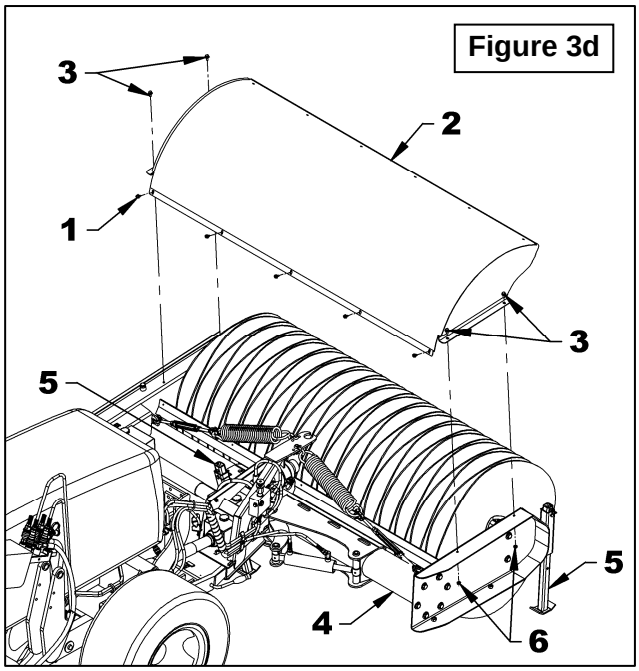

Figure 3d
5. **Figure 3d:** Détacher le couvert de brosse (item 2) en retirant les boulons hex. à bride rainuré 5/16"NC x 1/2" lg, les quatre boulons hex. à bride rainurée 5/16"NC x 3/4" lg et les deux écrous à bride rainuré 5/16"NC (items 1-3-6).
16. **Figure 3d:** Réinstaller le couvert de brosse (item 2) à l'aide des boulons hex. à bride rainuré 5/16"NC x 1/2" lg, des quatre boulons hex. à bride rainuré 5/16"NC x 3/4" lg et des deux écrous à bride rainuré 5/16"NC (items 1-3-6).